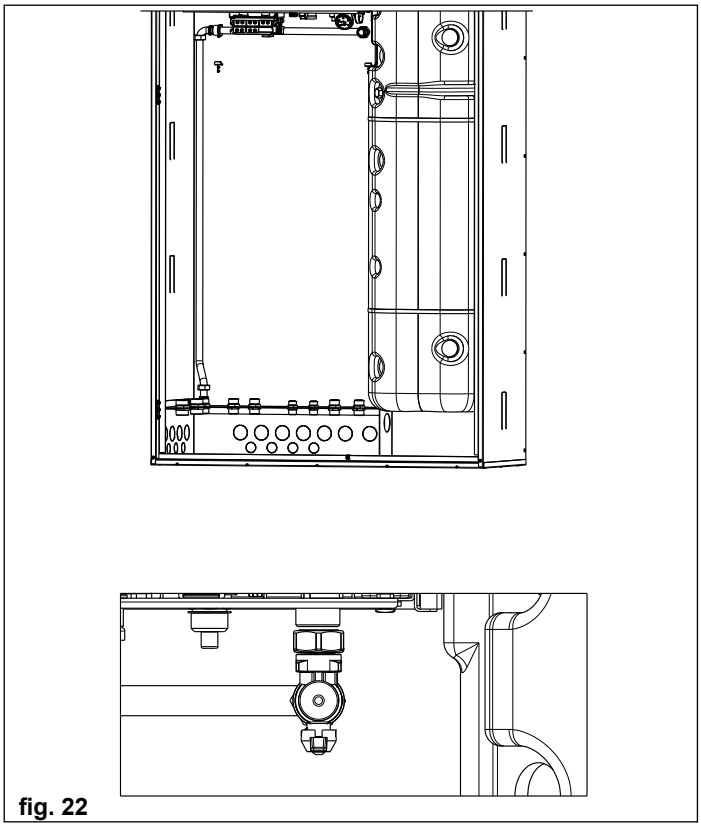

fig. 22
- assemblare la rampa gas e la prolunga come indicato in fig. 22,